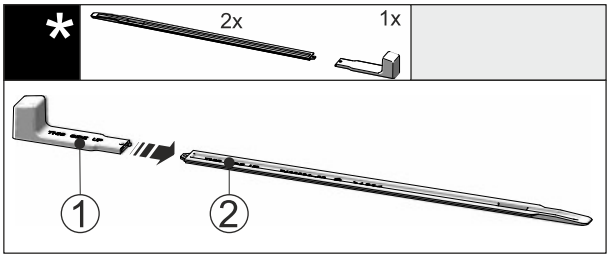

*Fig. 51*
▶ Atașați mânerul de montare *Fig. 51 (1)* la șina de nivelare *Fig. 51 (2)*.